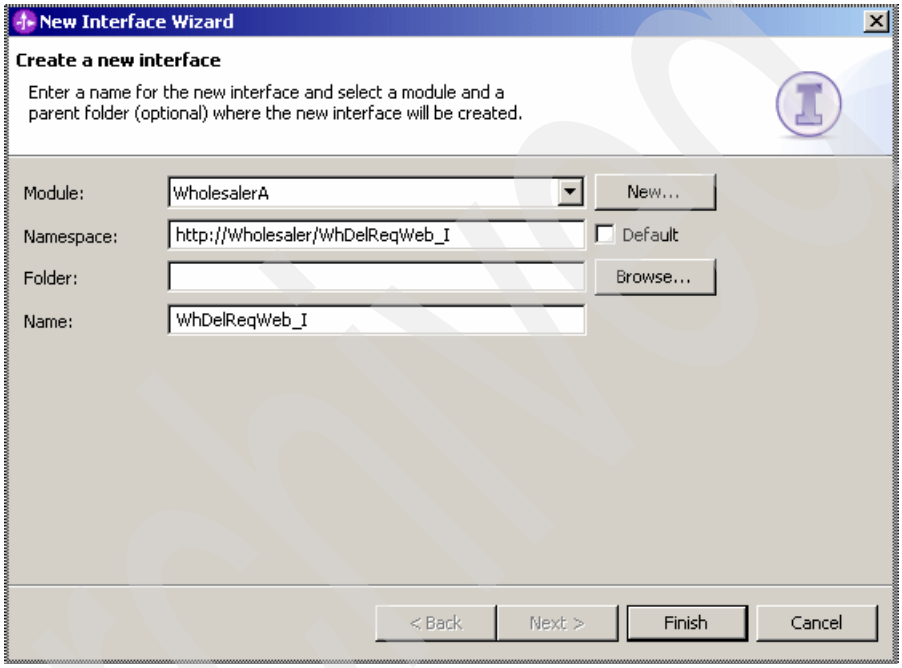

Figure A-13 Creating the WhDelReWeb_I interface
2. In the New Interface Wizard window (Figure A-13), complete these steps: